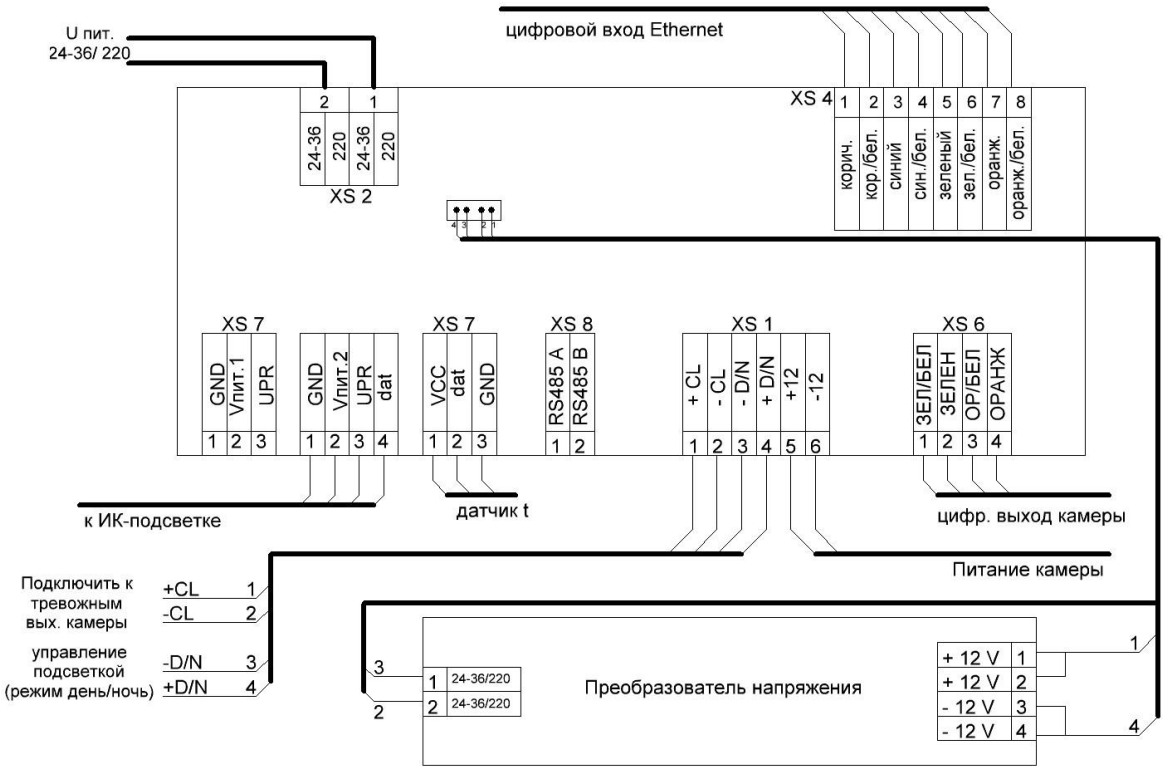
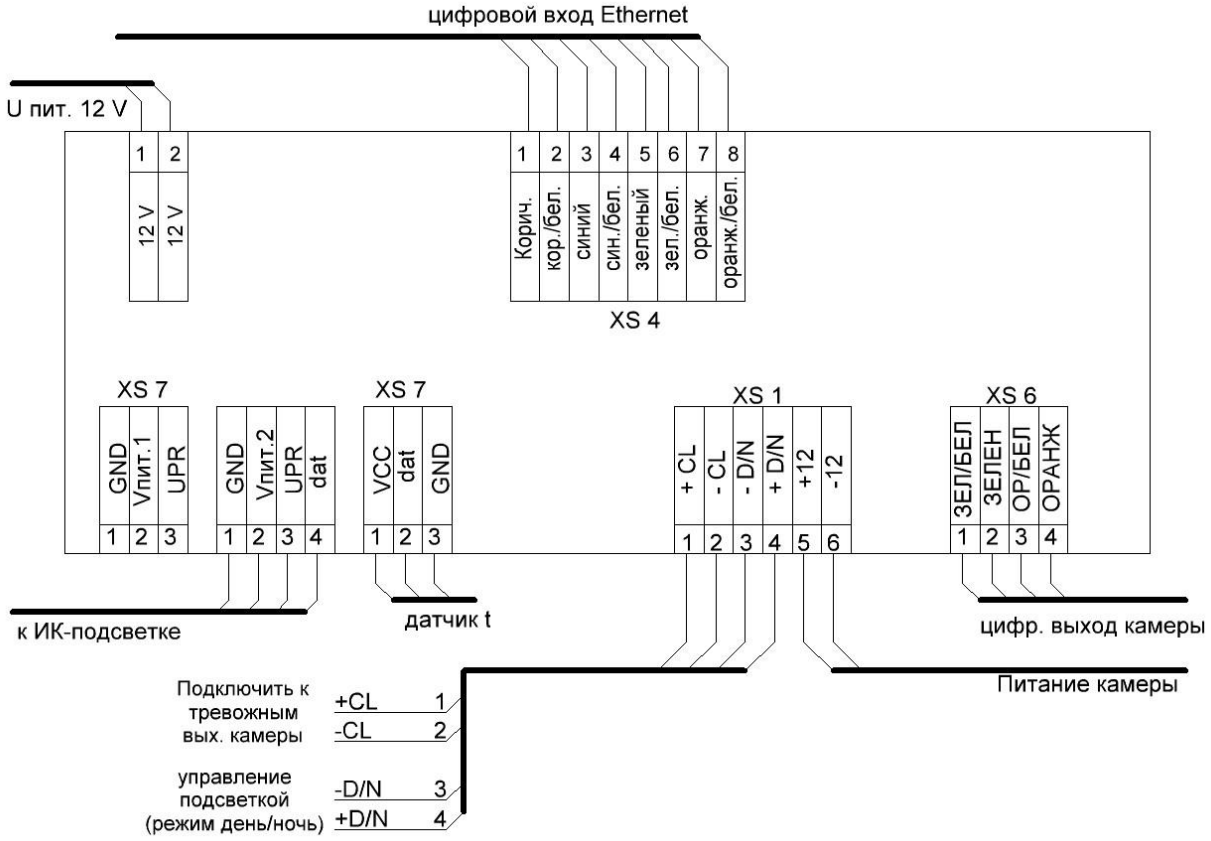

Рисунок 4.6 – Схема подключения термокожуха с напряжением питания 24−36 постоянного/переменного тока или 220 В переменного тока
Рисунок 4.7 – Схема подключения термокожуха с напряжением питания 12 В постоянного тока
7. Подключите видеокамеру к электронной плате согласно схеме подключения (Рисунок 4.6, Рисунок 4.7).
8. Через кабельные вводы заведите питающий и сигнальный кабели, подключите к универсальной плате (Рисунок 4.6, Рисунок 4.7).